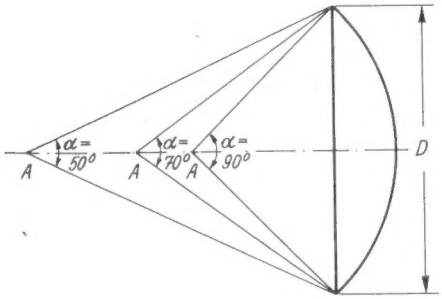

*Bild 2. Verkürzt man den Konus, so muß der Ablenkwinkel vergrößert werden*
*Rechts: Bild 2. Schaltung der Übersee-Richtantennen in Osterloog. 1 = Antennen-Wahlschalter, 2 = Richtungs-Wechselschalter, 3 = Abstimmschleife für Reflektor, 4 = Entkoppelschleife (λ/2), 5 = Offene Entkoppelschleife (λ/4), 6 = Carterschleife*
(53 cm Diagonale und mehr) 90° erreicht **(Bild 2)**. Damit steigt die Zahl der Amperewindungen für die Ablenkspule rapide an, so daß sich trotz einiger Gegenmaßnahmen auch die Ablenkleistung erhöht. Weitere Nachteile übergroßer Ablenkwinkel sind Randunschärfen und eine gewisse Aberration[1]), gegen die man zwar Mittel kennt, die aber trotzdem die Anwendung größerer Ablenkwinkel als 90° unwahrscheinlich machen. — Über weitere Fragen, die mit der Verkürzung des Halses zusammenhängen, soll hier nicht gesprochen werden.